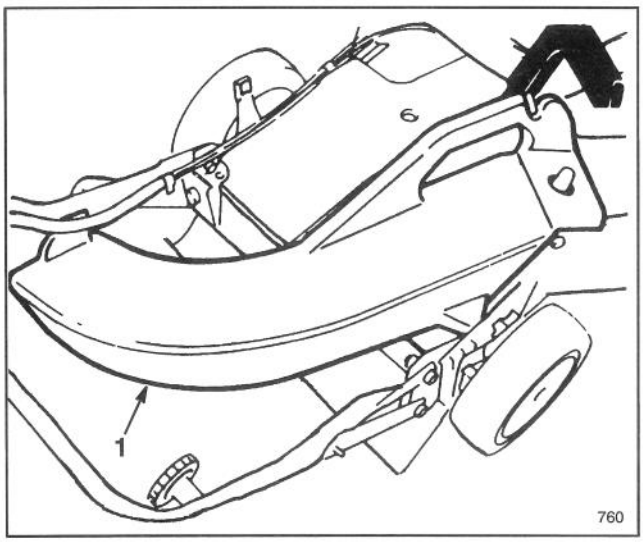

Figure 31
1. **Side Discharge Kit, Model No. 59110**—Installs in seconds. Rear mounted in place of the grass bag. Disperses clippings while trimming on both sides (Fig. 31).